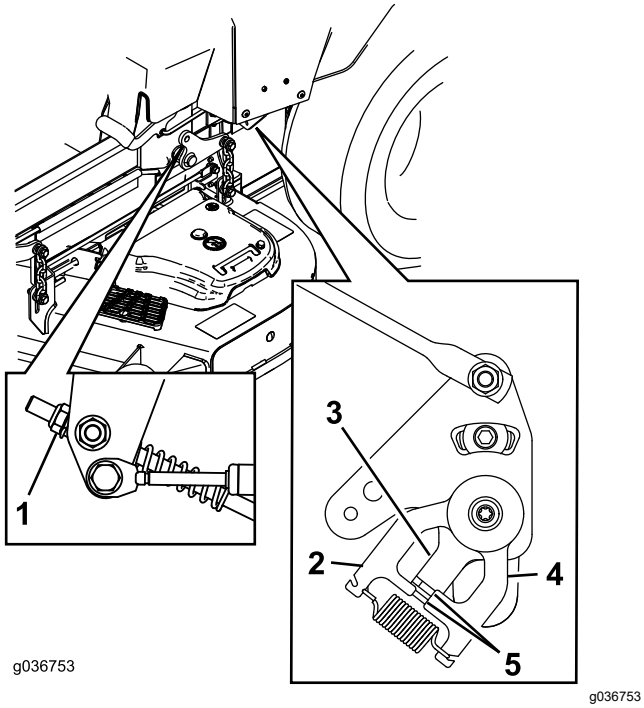

Figure 68
11. Réglez la longueur des tiges de commande des pompes en tournant l'écrou dans le sens voulu jusqu'à ce que les roues tournent légèrement en marche arrière (voir (Figure 68).